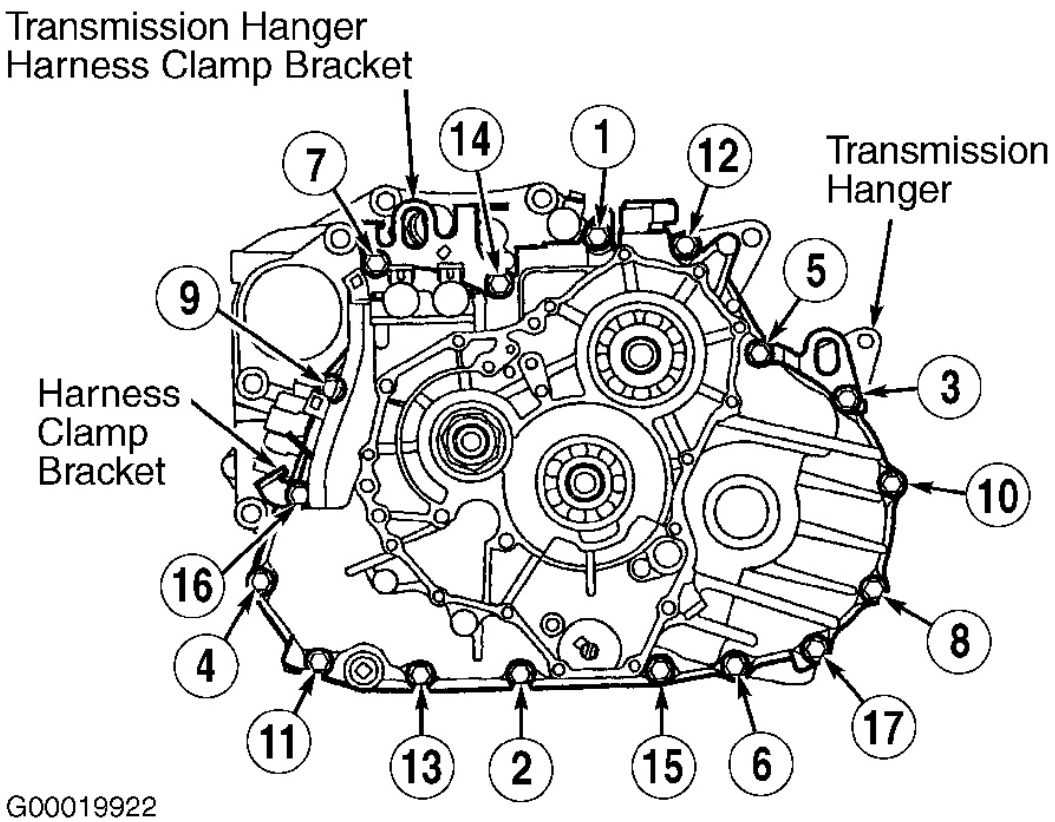

Fig. 58: Transmission Housing Bolt Tightening Sequence
10. Place the transmission housing on the torque converter housing, then install the transmission housing mounting bolts along with the harness clamp bracket and transmission hangers. Tighten the bolts in 2 or more steps. See **Fig. 58** .